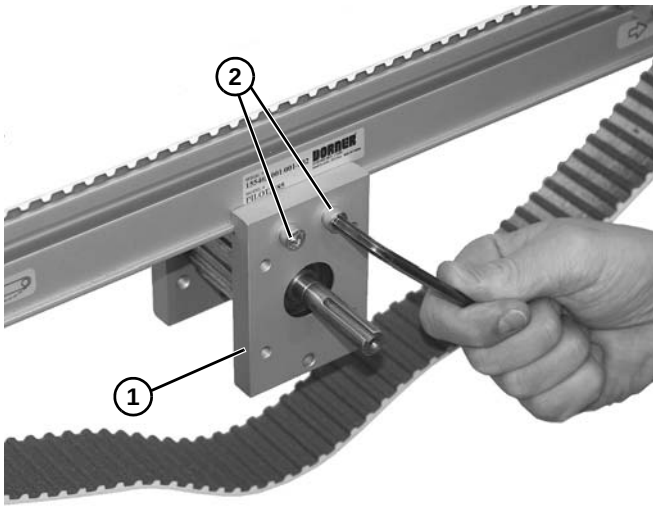

Figure 89
8. Sécuriser l'ensemble broche centrale **(Figure 89, élément 1)** à l'aide des deux vis **(Figure 89, élément 2)** de chaque côté du bloc de montage. Ne pas serrer.
11. Serrer les vis à tête creuse **(Figure 89, élément 2)** au couple de 7 N.m.